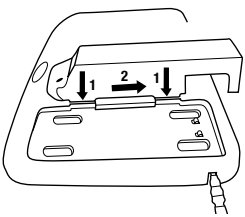

Fig. 1b
- Chargeur pour quatre piles TR-944N 3M^{MC} : Insérer le support de charge TR-340 3M^{MC} dans l'un des ports du chargeur TR-944N et le faire glisser pour le verrouiller en place (Fig. 1b). (**REMARQUE :** Lorsqu'on utilise le chargeur pour quatre piles, le cordon d'alimentation TR-941N n'est pas branché au support TR-340.) Brancher le cordon d'alimentation c.c. fourni avec la trousse dans la base du chargeur pour quatre piles. Brancher le cordon d'alimentation dans une source d'alimentation c.a. (100 à 240 V), par exemple une prise de courant murale. Il est possible de charger n'importe quelle combinaison d'au plus quatre blocs-piles 3M^{MC} simultanément.